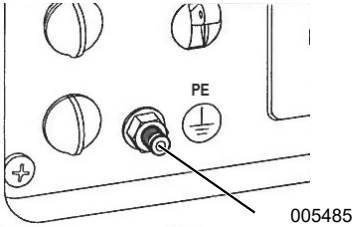

Figura 3-1.Conexión a tierra del generador
El generador está equipado con una conexión a tierra que conecta la estructura del generador y los terminales de tierra en las tomas de corriente de CA (consulte NEC 250.34 (A). Esto permite que el generador se utilice como generador portátil sin conectar a tierra la estructura del generador como se especifica en el artículo 250.34 del NEC. Consulte la *Figura 3-1*.